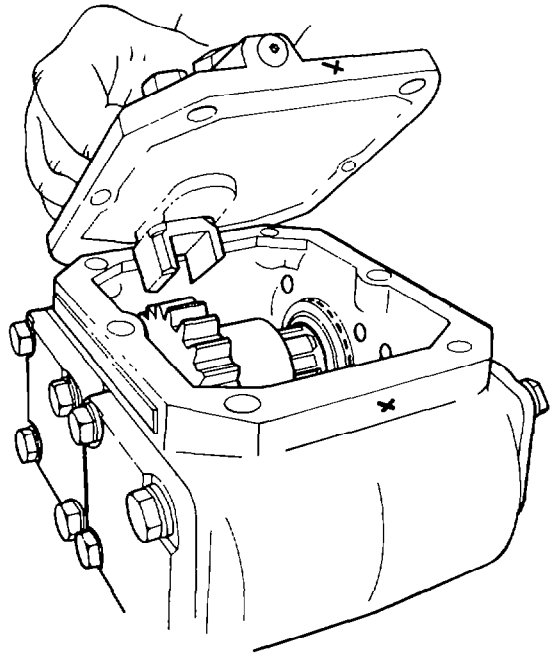

Fig. 402 — Installing Selector Cover
r. Position a new gasket on the selector cover and install the cover cable bracket and the retaining bolts. Ensure that the selector fork is positioned over the gear (see fig. 402). Torque the retaining bolts to 34 – 38 Nm (24 – 28 lb.ft).